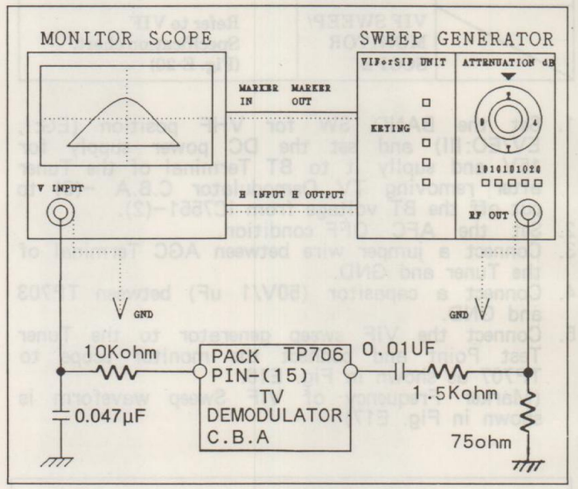

Fig. E21
1. Set the DC power supply for 15 +− 1V and supply it to BT Terminal of the Tuner after removing TV Demodulator C.B.A −(9) to cut of the BT voltage from IC7551 − (2).
3. Connect the SIF sweep generator to TP706 and connect the monitor scope to TV Demodulator C.B.A−(15) as shown in Fig. E21.